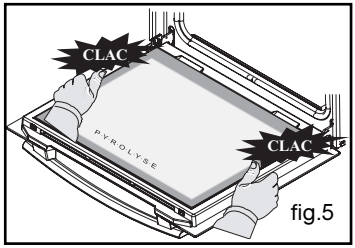

fig.5
- Clippez votre dernière glace en plaçant l'indication "P.Y.R.O.L.Y.S.E" vers vous (fig.5).